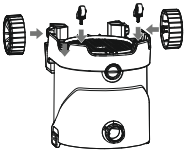

рис. 1
2. Вставьте колеса (5,10) в основание пылесоса (рис.1).